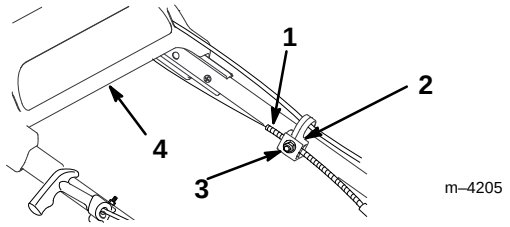

Afbeelding 26
3. Draai de moer van de kabelsteun los (Afb. 26).
5. Houd het bovenstuk van de handgreep zo ver mogelijk naar achteren getrokken, en de drijfbeugel omlaag, en trek dan de kabelmantel omlaag (naar de maaier toe) om alle speling uit de kabel te halen (Afb. 26).
6. Draai de moer van de kabelsteun vast (Afb. 26).